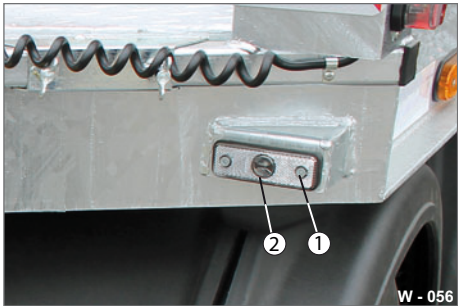

Abb. 56 Begrenzungsleuchte Stirnwand
- ▶ Lösen Sie die Befestigungsschrauben (Abb. 56/1).
- ▶ Entnehmen Sie die LED-Leuchte (Abb. 56/2) - Verbindung ausstecken.